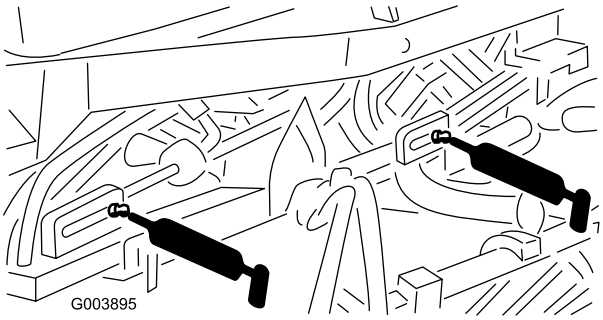

Figur 48
- 5 nipler på løftecylindre (Figur 48)